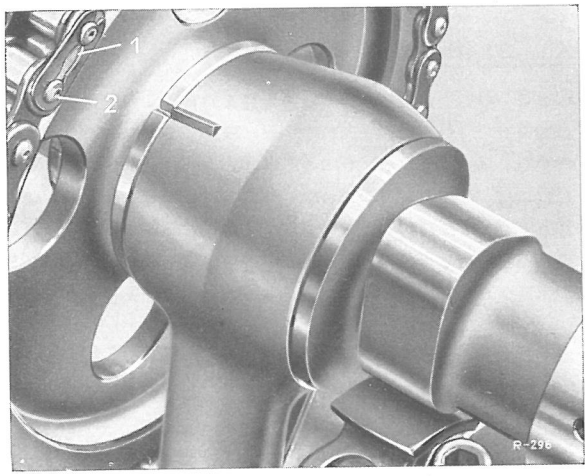

Fig. 07-47/4
9 Sekskantbolten på holderen (13) skrues af og fjernes sammen med den indv. glideskinne (11). (fig. 07-47/3).
11 Låsebolten (8) skrues ud, og glideskinnens (7) lejebolt trækkes ud med aftrækkeren 187 589 o7 33 oo (se fig. 07-47/3).
14 Muffen (6) til indsprøjtningsforstilleren og påløbsringen (9) tages af mellemhjulsakslen (fig. 07-47/1).
15 Glideskinnerne (6 og 7) kontrolleres ved besigtigelse, fornyes om nødvendig. (fig. 07-47/3).